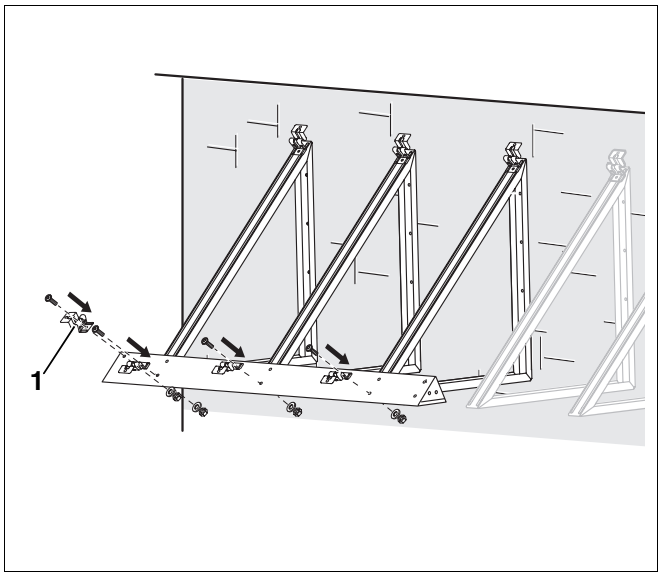

Afb. 49 Verbindingsplaat monteren
- Monteer de collectorhouder op de verbindingsplaat (afb. 49).
Wanneer u een collectorveld monteert, moet u aan het begin en aan het einde van het collectorveld de zijdelingse collectorhouder op de betroffen verbindingsplaat monteren (afb. 49, **pos. 1**).